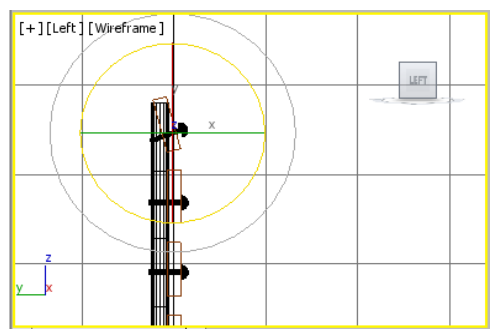

Figure 2-79 *Rotating uppermost rivet*
5. Select the uppermost rivet and choose the **Select and Rotate** tool. Now, rotate the uppermost rivet by using the outermost ring of the **Select and Rotate** tool in the counterclockwise direction until the value in the **X** spinner in the coordinate display becomes **-15**, refer to Figure 2-79. Next, align it using the **Select and Move** tool.